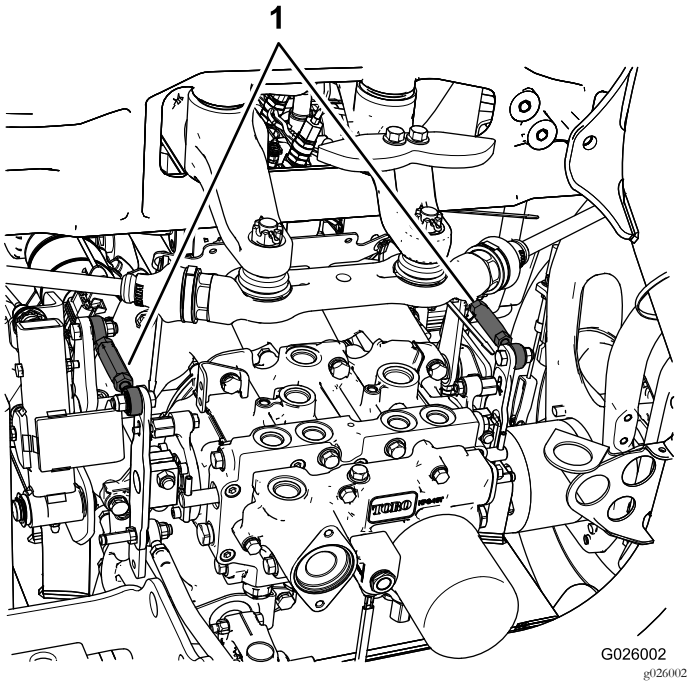

**Bild 9**
- Wenn sich der linke Hinterreifen dreht, lockern Sie die Klemmmuttern auf der linken Seite der Getriebeschaltstange (Bild 9).